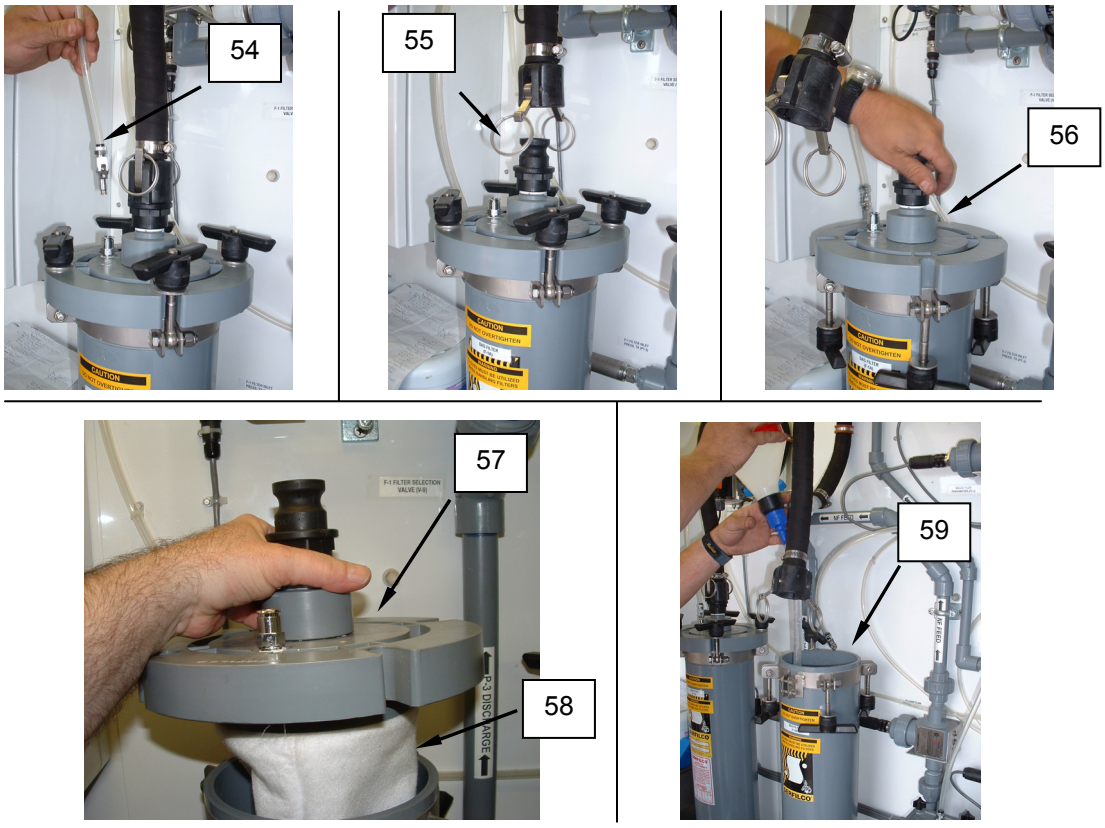

Figure 29. Add Antifreeze - Filters F1-A and F-1B.
1. Remove air bleed quick disconnect for F1-A **(Figure 29, Item 54)**.
2. Remove supply hose **(Figure 29, Item 55)**.
3. Loosen QD connection **(Figure 29, Item 56)**. Do not remove.
4. Remove lid **(Figure 29, Item 57)**.
5. Remove filter sock **(Figure 29, Item 58)**.
7. Install lid **(Figure 29, Item 57)**.
8. Install the supply hose **(Figure 29, Item 55)**, and then install the air bleed quick disconnect **(Figure 29, Item 54)**.
9. Repeat Steps 21 through 29 for filter F-1B **(Figure 29, Item 59)**.